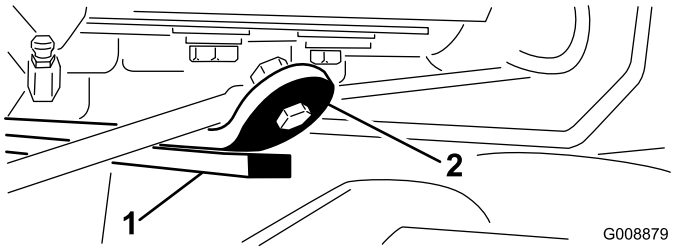

Figuur 13
3. Start de motor, breng de maaidekken omhoog en controleer of de speling tussen de band aan de bovenzijde van de slijtbalk op het achterste maaidek en de bumperband 0,51 tot 2,54 mm bedraagt (Figuur 13).